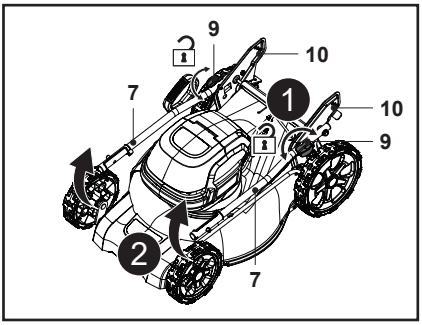

Rys. 1
2. Poluzować blokadę uchwytu (9) o 90° w lewo lub prawo, a następnie rozłożyć dolny uchwyt (7) (rys. 1).